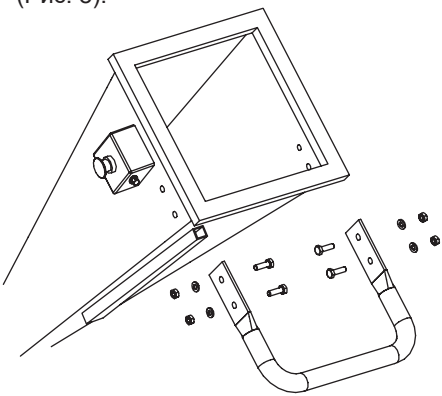

Рис. 8 Установка транспортировочной рукоятки
5. Установите на загрузочную воронку транспортировочную рукоятку. Совместите отверстия в воронке и рукоятке вставьте в отверстия болты, установите шайбы и закрутите гайки (Рис. 8).